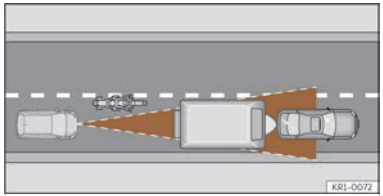

Fig. 114 Motociclista circulando por delante fuera del radio de acción del sensor de radar.
- Vehículos que circulen desalineados o fuera de la zona de detección del sensor, por ejemplo, motocicletas ››› **fig. 114**.